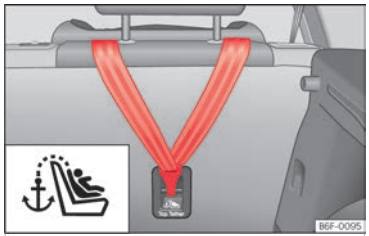
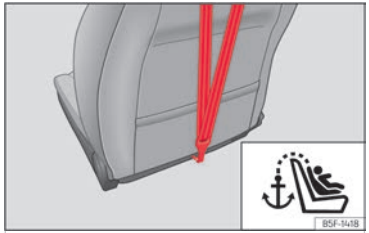

Fig. 43 Parte posterior de los asientos traseros: argollas de sujeción para el cinturón Top Tether.
Fig. 44 Parte posterior del respaldo del asiento del acompañante: anclaje para el cinturón Top Tether.
Las sillitas infantiles con sistema Top Tether incorporan una correa adicional para su sujeción a un punto de anclaje en el vehículo. Este punto de anclaje se encuentra en la parte posterior del respaldo del asiento trasero y del acompañante (identificado con el símbolo) y proporciona una mayor retención ››› fig. 43, ››› fig. 44.
- Deslice la correa y fíjela correctamente con el anclaje de la parte posterior del respaldo ››› fig. 43 , ››› fig. 44.